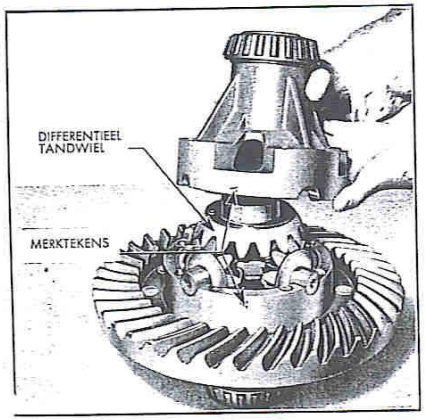
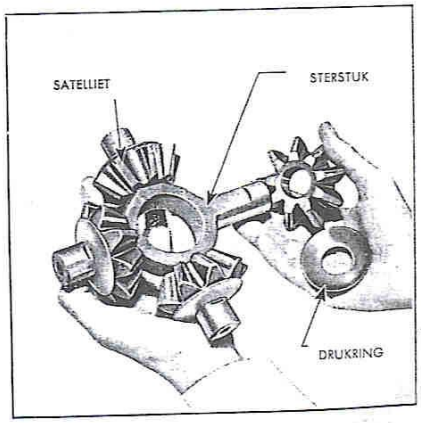

Afb. 12 - Het differentieel.
Afb. 13 - Het samenstellen van het differentieel.
2. Alvorens het differentieel uit elkaar te nemen moet van te voren worc trôleerd of de beide helften van het differentieelhuis zijn gewaarmerkt straks weer een juiste montage mogelijk te maken (zie afb. 12).
4. Om het differentieelhuis weer op te bouwen zet men eerst het linker g van het huis op een bank (zie afb. 12) en monteer dan een grote drukr een zijtandwiel. Monteer het sterstuk, vier satellieten en drukringen i hand (zie afb. 13) en monteer het geheel in het huis. Monteer tenslotte dere zijtandwiel met drukring en breng de rechter helft van het huis v tig omlaag zodat de twee merktekens precies tegenover elkaar staan. acht bouten in het huis vast met een aanhaalspanning van 70 lbs.ft. (9, en borg de bouten met ijzerdraad. Smeer het geheel en draai de zijta met de hand rond om te contrôleren of zij nergens blijven steken.